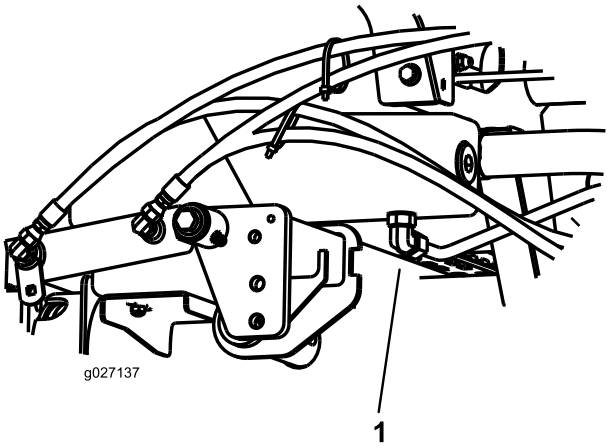

**Figur 73**
2. Anbring en stor bakke under stykket, der sidder i bunden af hydraulikvæskebeholderen (Figur 73).